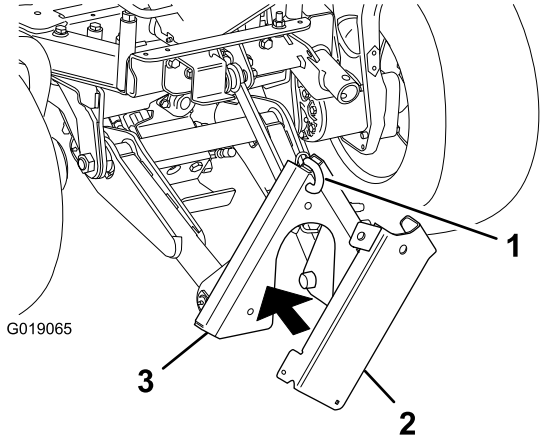

Figuur 2
2. Trek de pen aan de bovenkant van de voorste bevestigingsbeugel eruit (Figuur 2).
3. Houd de opslagbeugel voor de krik tegen de voorste bevestigingsbeugel en bevestig de opslagbeugel met de pen aan de bevestigingsbeugel (Figuur 2).